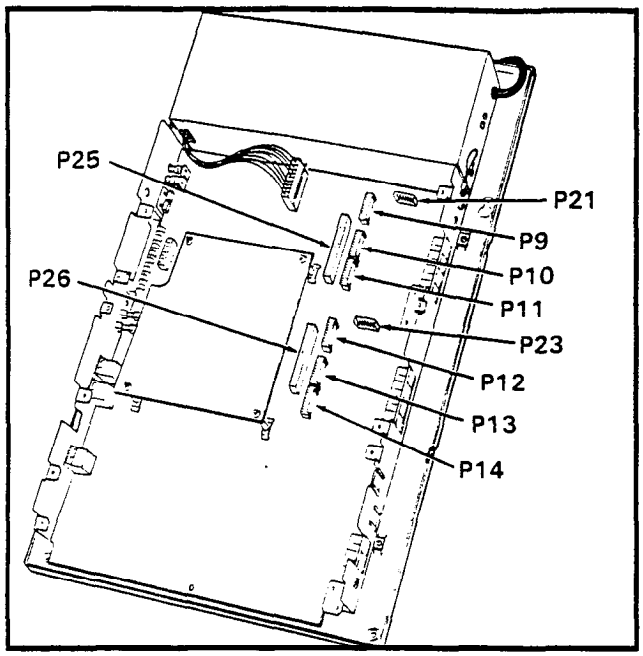

FIGURE 10—VI_e SSTU and SVCU LOCATIONS
05.43 For adding stations 18 ~ 21, refer to Figure 10, and insert the three SSTU 10-pin connectors into **P9**, **P10** and **P11** connectors on the VMAU PCB. Secure the SSTU PCB to the right side panel with the two provided screws. (For stations 22 ~ 25, insert the three 10-pin connectors on another SSTU into **P12**, **P13** and **P14** connectors on the VMAU PCB. Secure the SSTU PCB to the right side panel with the two provided screws.)
a) To provide OCA to stations 10 ~ 17, refer to Figure 10, and insert connector **P1** on the SVCU into the **P25** connector on the VMAU.